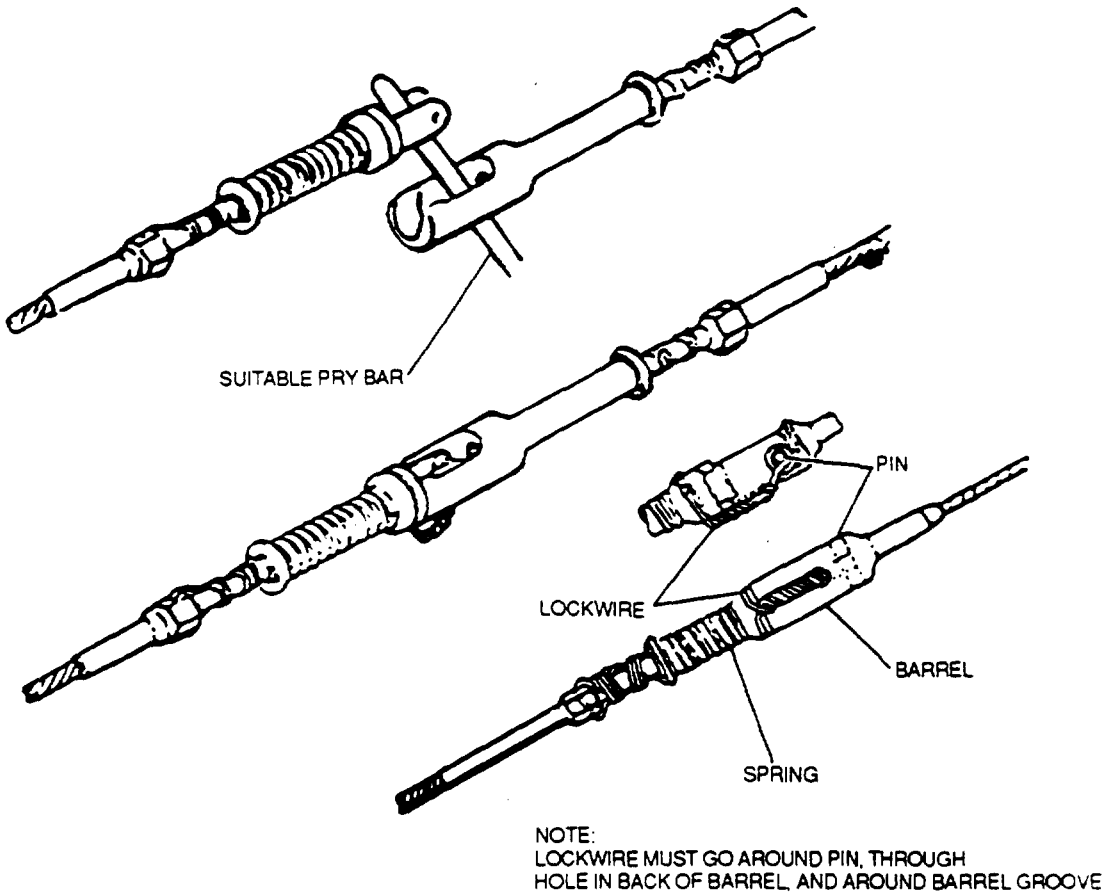

Figure 2-81. Speed Rig Lockwirlng
g. Speed Rig Safetying. Insert lockwire through eyelet in speed rig, wrap lockwire around pin, then back through eyelet as shown in figure 2-81. Twist wire to proper length and secure around locking collar at base of speeding, cut wire to proper length, twist and fold into speed rig cavity.